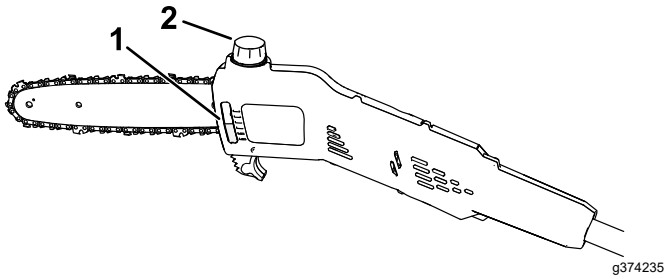

Figura 15
2. Observe el nivel de aceite en la mirilla. Si el aceite no llena la mirilla, añada la cantidad necesaria de aceite para cadenas (Figura 15).
4. Limpie la zona alrededor del tapón de aceite (Figura 15).
5. Retire el tapón y vierta aceite de espada y cadena en la podadora de altura hasta que se llene de aceite el depósito (Figura 15).